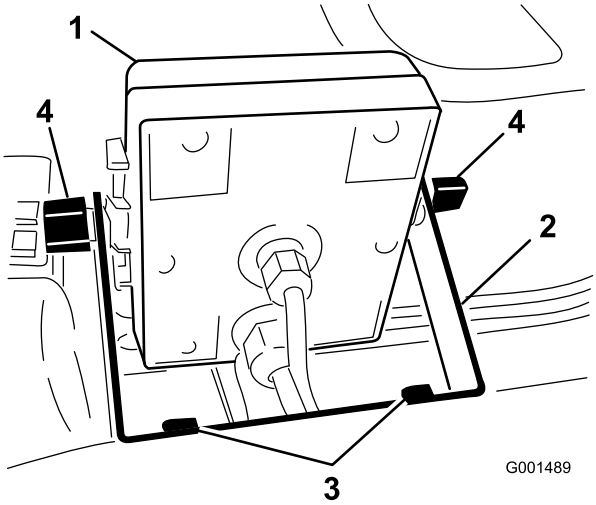
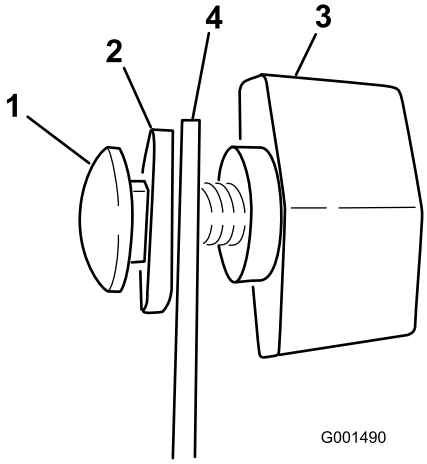

Figur 5
Figur 6
2. Monter monitorbeslaget på instrumentbrættet (Figur 5) ved hjælp af 2 flangehovedbolte (1/4 x 3/4 tomme) og 2 flangemøtrikker (1/4 tomme).
3. Påsæt de to bræddebolte, gummiskiver og knopper på beslaget løst som illustreret på figur Figur 5 og Figur 6.
6. Monter Spray Pro-monitoren på bræddebolthovederne (Figur 5), og stram knopperne for at fastgøre den.